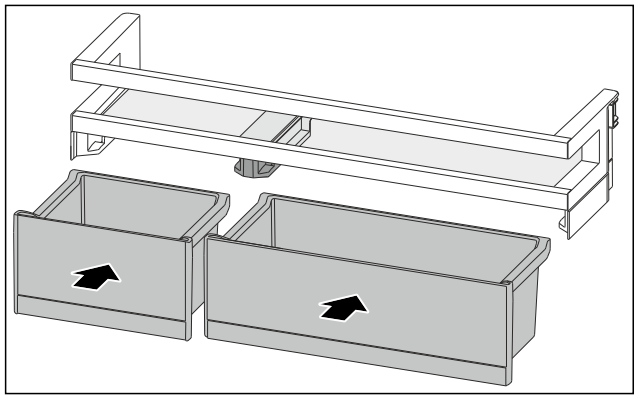

*Fig. 89*
- ▶ Insert the VarioBoxes in reverse order. (see Fig. 89)